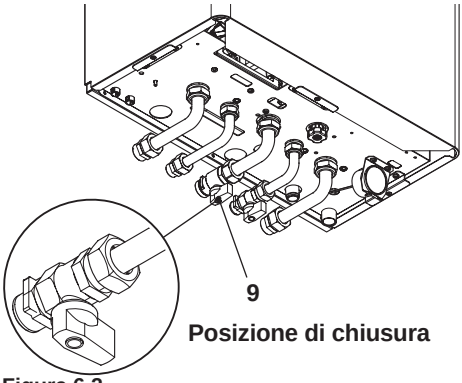

Figura 6.2
- Richiudere il rubinetto gas 9 in Figura 6.2.